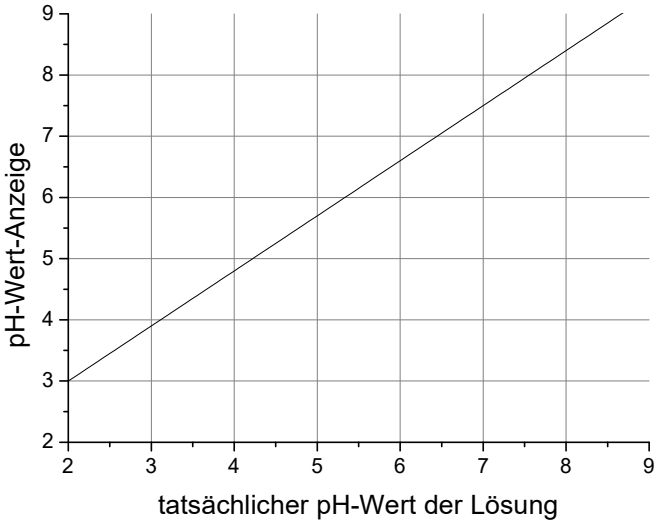

Abb. 2: *Kalibrierdiagramm (Quelle: e.W.)*
2. Geben Sie bei der Elektrode der Abb. 2 an: